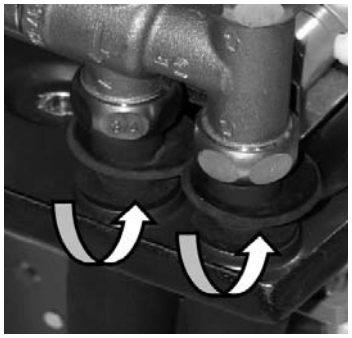

Рис. 42: Монтаж изоляции с резиновой манжетой трубки
- Наденьте капельную шайбу с изоляцией и патрубков ванны для сбора конденсата и сожмите резиновую манжету трубки на изоляции *(см. рисунок 42)*.